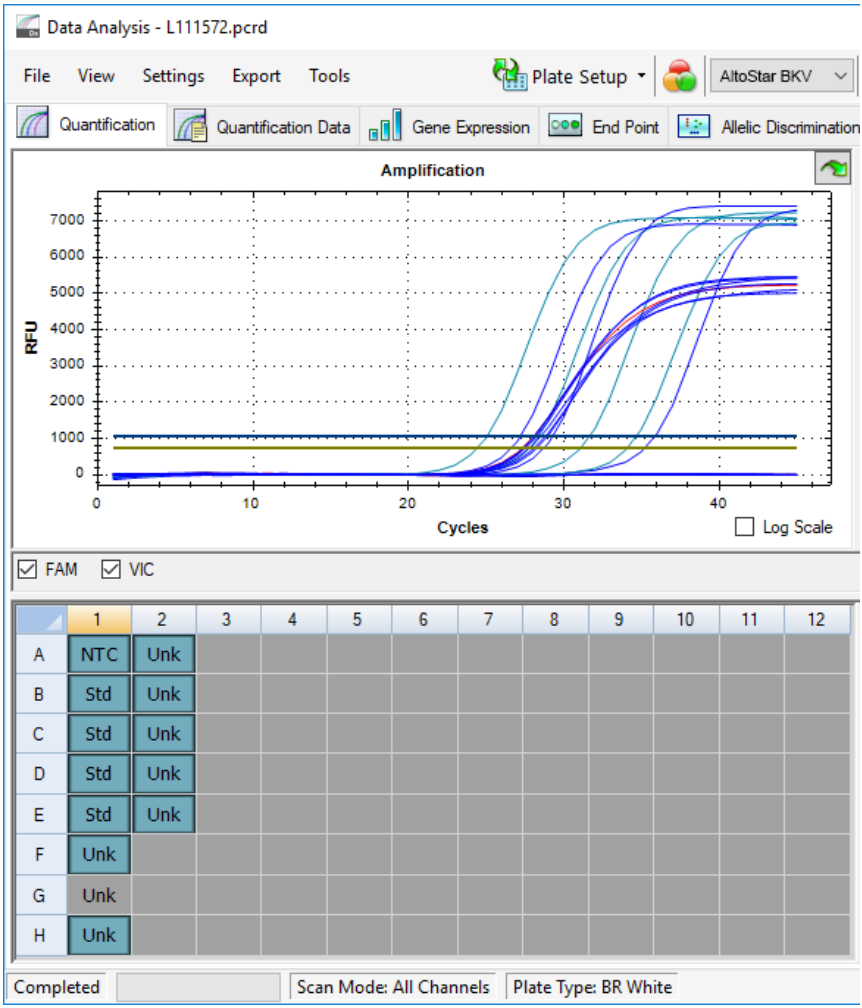

Figure 8: Fenêtre Data Analysis (Analyse des données) : puits exclu
4. Le puits sélectionné est exclu de l'analyse. Aucun résultat ne sera généré pour ce puits (voir la figure 8).